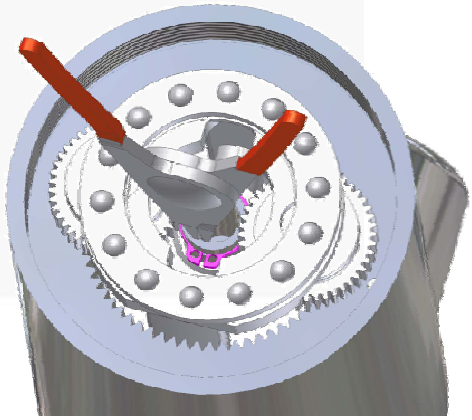

Figure 16
4. Remove position 43 using snap-ring pliers (Figure 29) from position 32.2 and as shown in Figure 16.